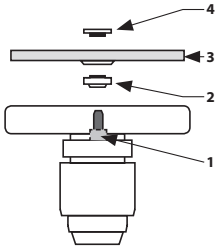
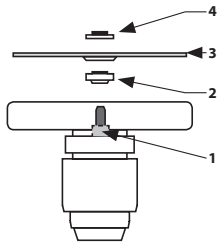

Fig. 13A
Fig. 13B
1. Place the disc mounting washer (fig. 13A and fig. 13B, position 2) on to the spindle of the angle grinder so that it is seated in the ingress of the spindle and turns with it.
3. Place a disc on to the spindle of the angle grinder in the orientation as shown in fig. 13A and fig. 13B, position 3 and place it on to the washer (see fig. 13A and fig. 13.B, position 2).
4. Subsequently screw the outer clamping nut on to the spindle (fig. 13A or 13B, position 4).
To clamp a thicker grinding disc (max. thickness of 6 mm), screw on the clamping nut with the side of the raised ring towards the disc (fig. 13A, position 4). To clamp a thin disc, screw in the clamping nut facing the disc with the side without the raised ring (fig. 13B, position 4).